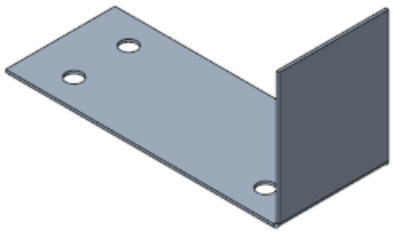

Figure 14-112 *Model with the flange wall*
5. Choose the **OK** button from the **Flange** dashboard to complete the creation of the wall. Figure 14-112 shows the model after creating the flange wall.